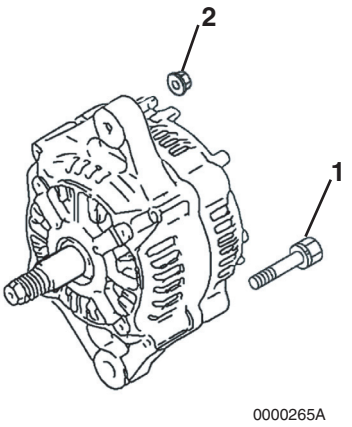

Figure 11-8
7. Remove the two bolts **(Figure 11-8, (1))** and two nuts **(Figure 11-8, (2))** securing the rear frame housing to the front frame housing.